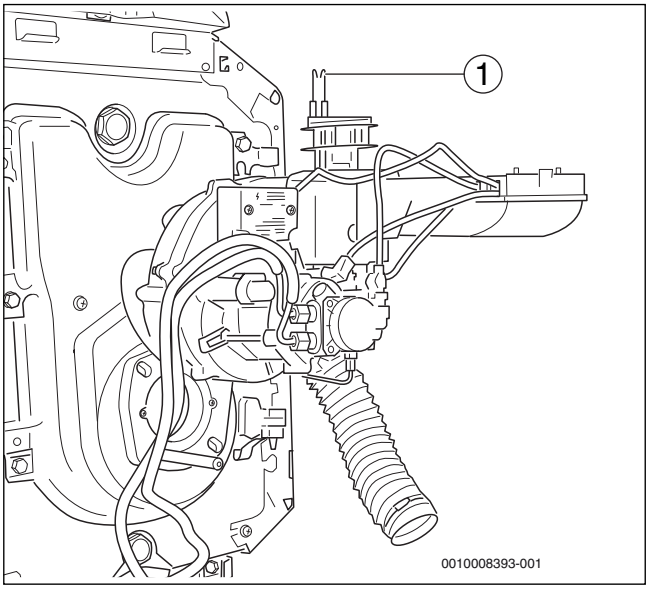

Fig. 33 Placer le brûleur en position d'entretien
- Placer le brûleur en position d'entretien (→fig. 33).